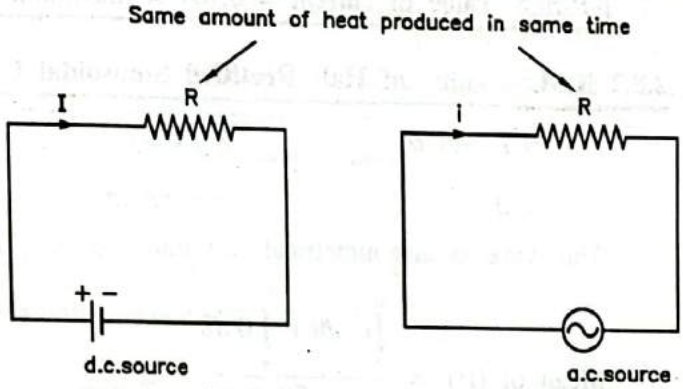

FIG. 2.14 : EXPLANATION OF RMS VALUE
- These values are commonly used in practice. Fig. 2.14 gives the explanation of r.m.s. value.